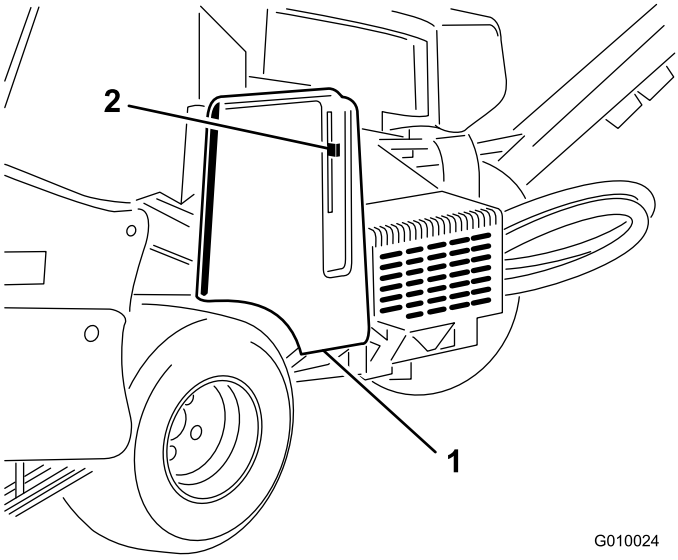
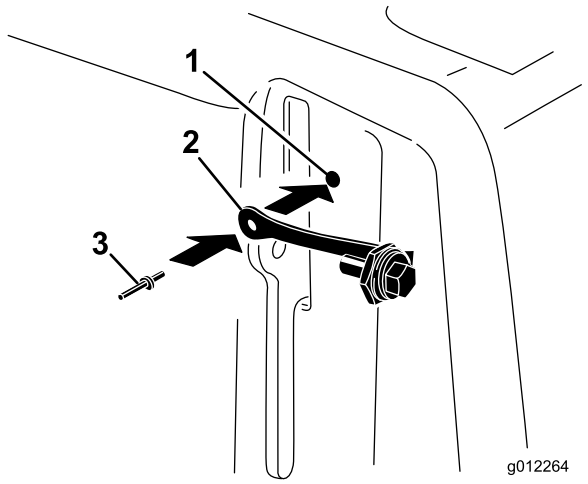

Figuur 9
Figuur 10
1. De riemkap is voorzien van een opening naast de handgreep van de vergrendeling (Figuur 9 en Figuur 10).
2. Gebruik de opening in de riemkap en monteer de greepconstructie met een popnagel (Figuur 10).